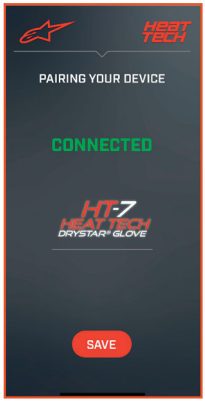

BILD 2
f. Sobald die HT-7 HEAT TECH Drystar® Handschuhe gekoppelt sind, erscheint auf dem Smartphone-Bildschirm die Anzeige “verbunden” (siehe App Bild 2).